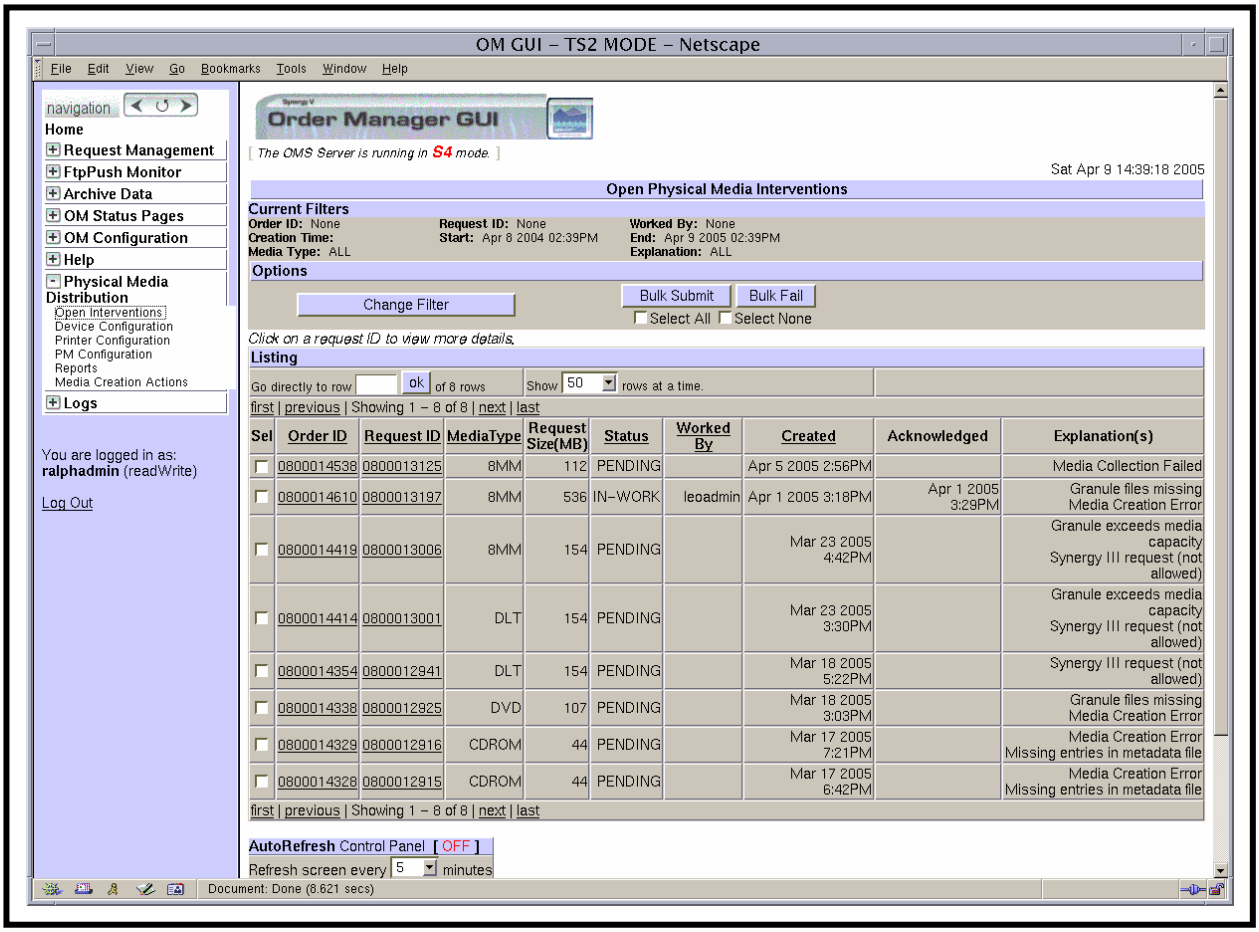

Figure 69. Open Physical Media Interventions Page
The **Open Physical Media Interventions** page (Figure 69) provides the full-capability operator with a means of viewing and responding to PMD open interventions.
- The **Open Physical Media Interventions** page (Figure 69) is displayed.